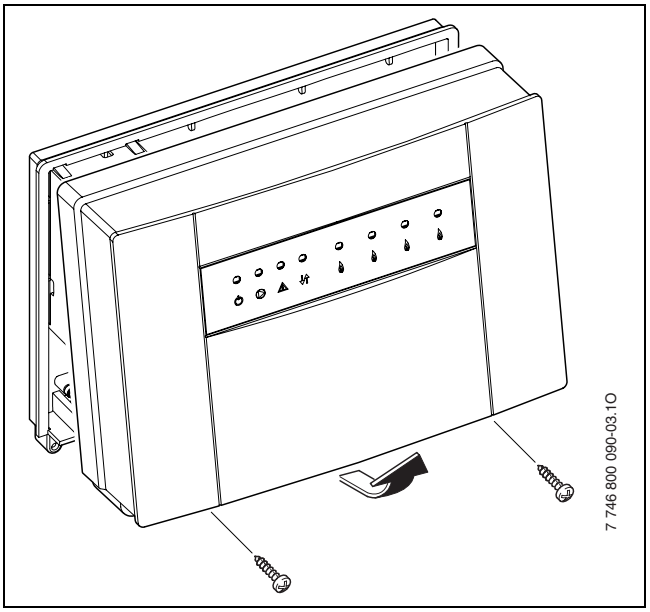

Fig. 7 Removing the cover
- Undo 2 screws at the bottom of the ICM module, pull the cover at the bottom forward and lift off upwards (→ fig. 7).
- ▸ Open the ICM module cover (master) (→ fig. 7, page 11).